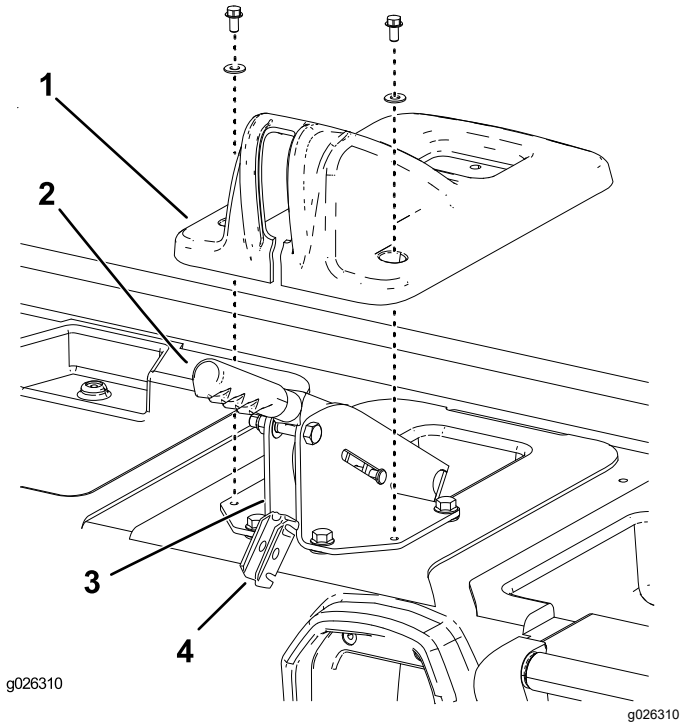

**Figura 4**
2. Rimuovete i 2 bulloni e rondelle che fissano la copertura del freno di stazionamento alla base del sedile (Figura 4).
3. Sollevate la copertura sulla leva del freno di stazionamento e toglietela dalla base del sedile (Figura 4).
4. Rimuovete il perno con testa che fissa la staffa dell'equilibratore del cavo del freno alla parte posteriore della staffa di supporto della leva del freno (Figura 4).
5. Sollevate la staffa dell'equilibratore e toglietela dalla staffa di supporto e staccate da questa i cavi del freno (Figura 4).
6. Rimuovete i fermagli a C che fissano i cavi del freno alla parte posteriore della staffa di supporto della leva del freno (Figura 4).